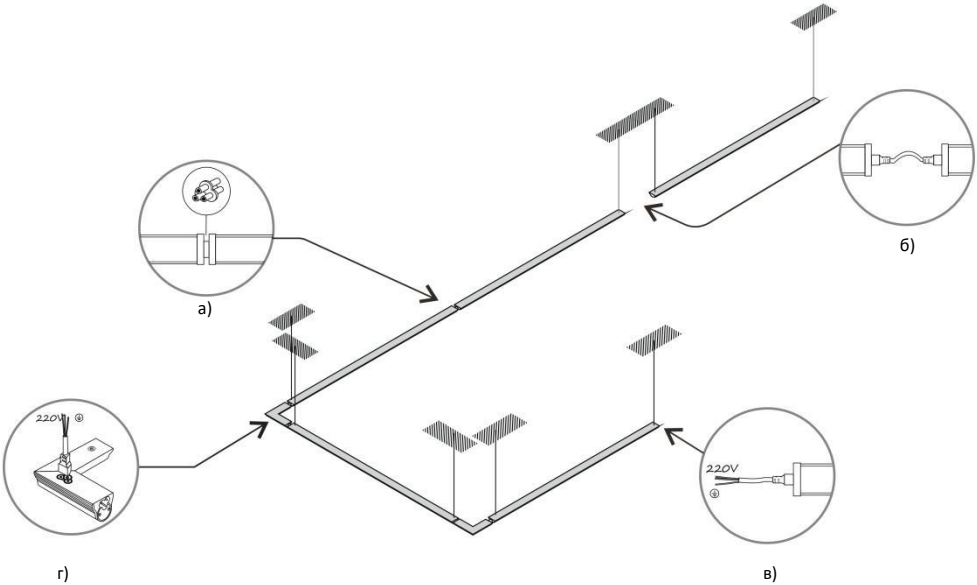
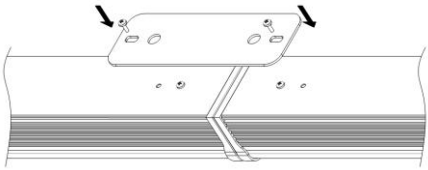

Рисунок 3 – Подключение светодиодных светильников серии Лайнер.
Рисунок 6 – Соединение двух светильников серии Лайнер с помощью монтажной пластины (для подвесного монтажа).
Для подвесного монтажа используйте комплект для подвесного монтажа, который приобретается отдельно. Две скобы (идут в комплекте) крепятся к задней части светильника на равном удалении от центра. Ответная часть подвеса крепится к монтируемой поверхности (см. Рисунок 5). Для регулировки длины троса нажмите на кнопку в верхней части крепления троса (см. Рисунок 5). Максимальная длина троса из комплекта подвесного монтажа – 1 метр. При соединении светильников в непрерывные линии допускается уменьшить количество подвесов, используя два подвеса на два светильника (см. Рисунок 3). Для обеспечения жесткости в местах соединений (для исключения «провисаний») необходимо использовать монтажную пластину (Рисунок 6), которая приобретается отдельно.
5.5. Последовательно соедините нужное количество светильников Geniled Лайнер, выбрав один из способов электрического соединения* (Рисунок 3). При подключении светильников вплотную к друг другу используйте коннекторы, которые идут в комплекте для соединения двух соседних приборов (см. Рисунок 3, а). При подключении светильников с интервалом (максимальное расстояние между соседними светильниками 220 мм), светильники подключаются между собой с помощью соединительного кабеля (идет в комплекте). При этом крайний светильник Geniled Лайнер подключается к питающей сети при помощи питающего кабеля (идет в комплекте) (см. Рисунок 3, в).
5.6. При замкнутой модульной системе питание подводится через светильник Лайнер-L (Рисунок 3, г). При этом электрическое соединение не нужно замыкать в кольцо.